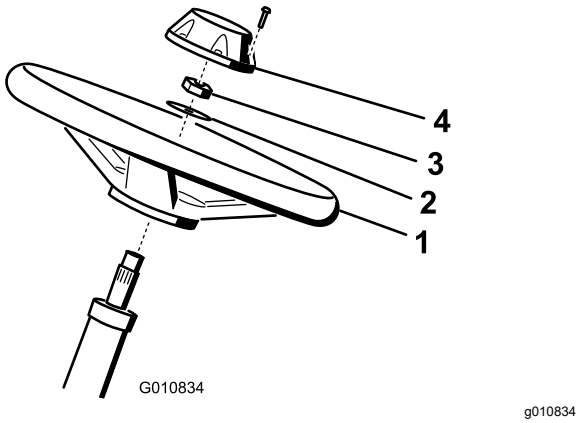

Figur 6
1. Trä på ratten på styraxeln (Figur 6).
2. Trä på brickan på styraxeln (Figur 6).
3. Fäst ratten på axeln med en låsmutter och dra åt den till 27–35 N·m (Figur 6).
4. Montera kåpan på ratten och fäst den med sex skruvarna (Figur 6).